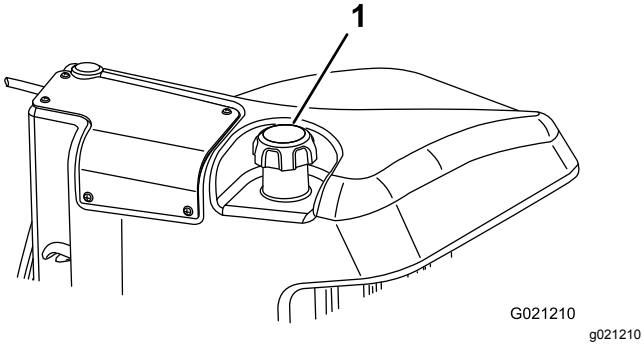

Figur 27
3. Ta lokket av drivstofftanken (Figur 27).